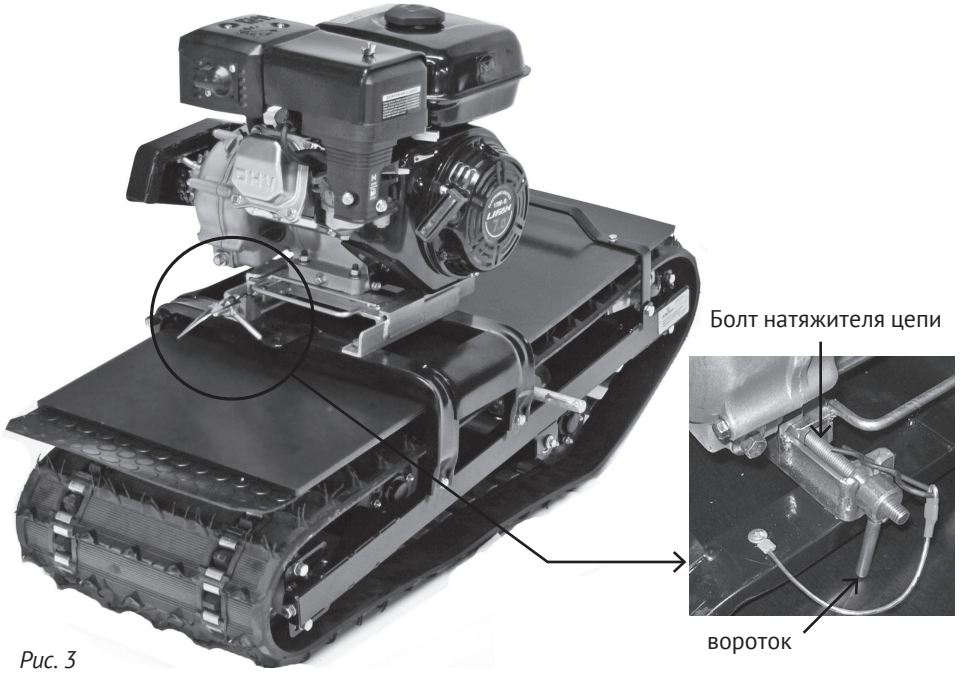

Рис. 3
4. Поднимите регулировочный болт (*рис. 3)* и опустите вороток в паз на направлющем уголке. Вращая вороток добейтесь, чтобы провисание цепи в средней части нижней ветви при нагрузке 3–5 кг было 10–15 мм.